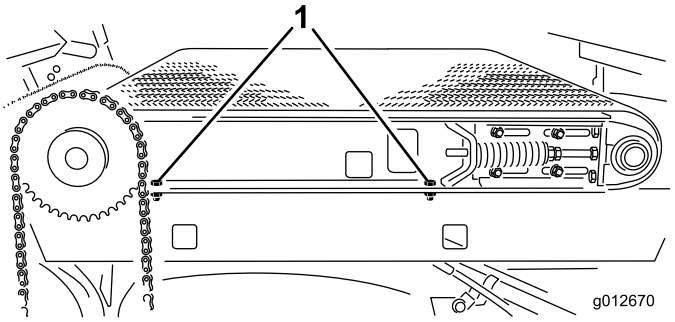

Rysunek 25
6. Poluzuj (2) śruby z łbem sześciokątnym, podkładki i nakrętkę z prawej strony maszyny, mocując sanie ślizgowe do nadwozia (Rysunek 25). Upewnij się, że elementy mocujące są wystarczająco poluzowane, co pozwoli na przechylenie sań ślizgowych.